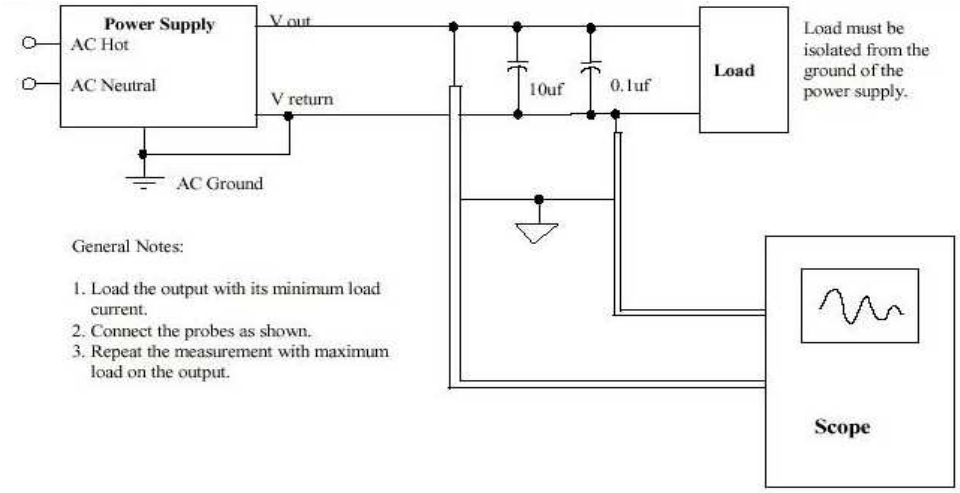

Figure 2.4 Differential Noise Test Setup
2. Add a 0.1 μF capacitor in parallel with a 10 μF tantalum capacitor at output connector terminals for ripple & noise measurements, See Figure 2.4.